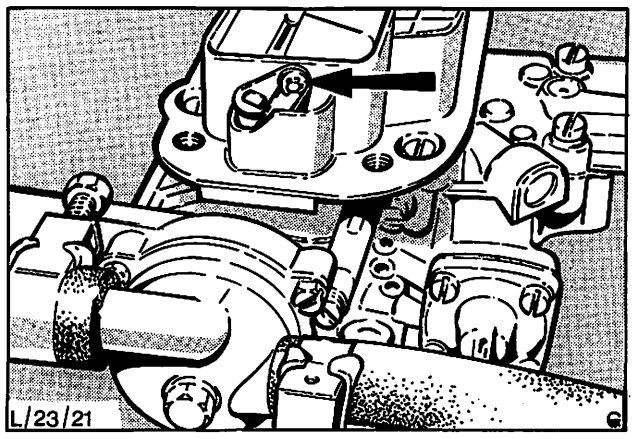

Abb. 50 Einbaulage der Sicherung – Verbindungslasche bzw. Stange an Hebel der Starterklappenwelle.
6. Sicherung vorsichtig mit einem Schraubenzieher abdrücken und Starterklappe-Verbindungsstange bzw. Lasche vom Hebel der Starterklappenwelle aushängen, Abb. 50.